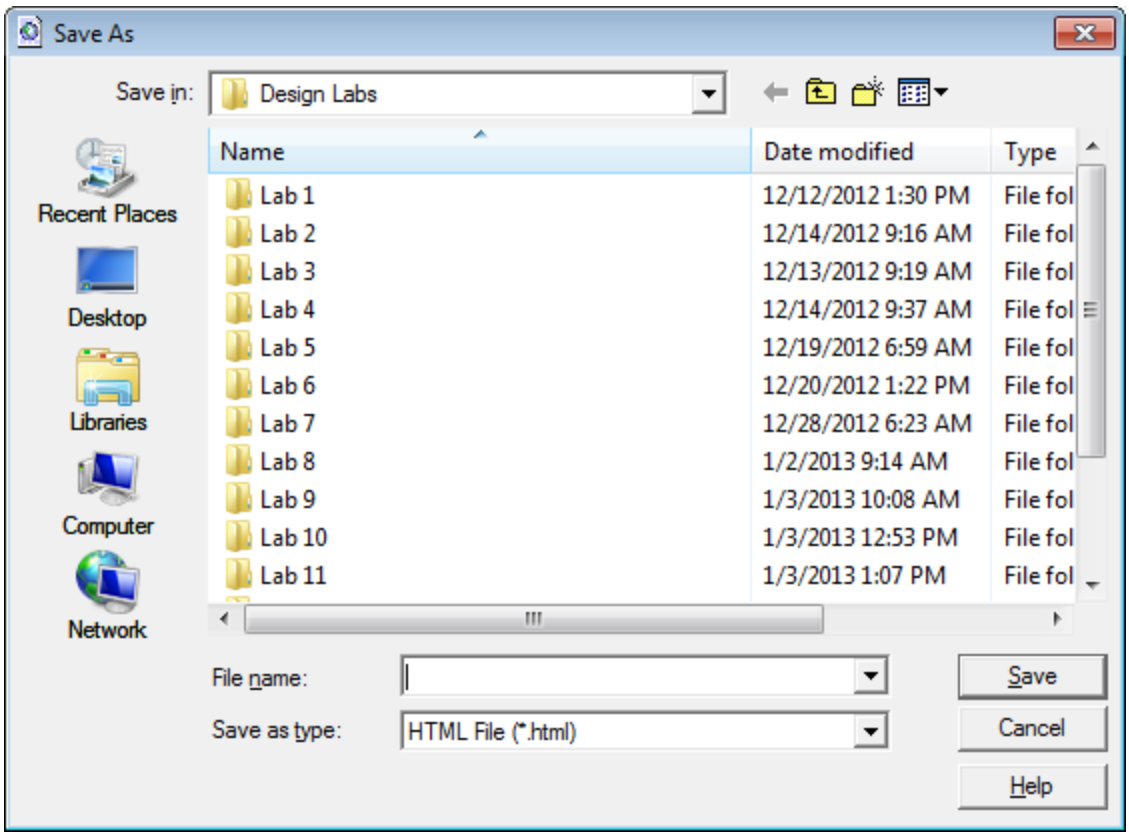

Figure L11-6 Save As
21.	**Save the Earthwork Volumes Report in HTML Format.** • In the **Bentley Civil Report Browser**, click **File ▶ Save As** to save the .html file. • The **Save As** dialog box will appear as shown in *Figure L11-6*.